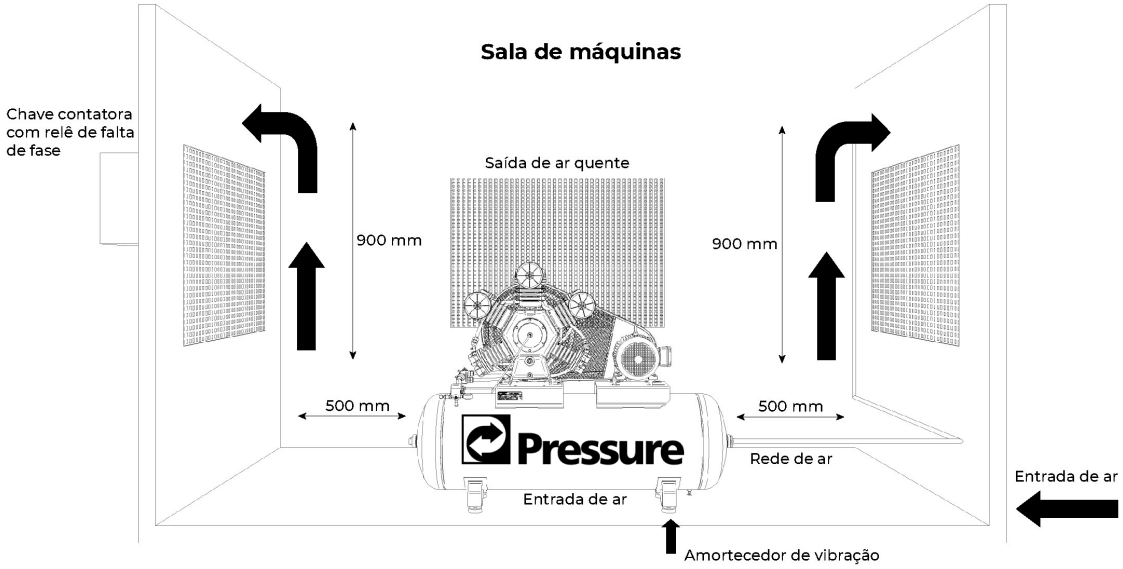

Figura 02 - Instalação
b) O compressor deve ser instalado em um pavimento sólido (base de concreto) conforme figura 02, e horizontal de forma que suporte devidamente o peso do equipamento mais o peso do líquido (água) quando do teste hidrostático.
c) O reservatório de ar NÃO pode ser chumbado rigidamente ao pavimento, o mesmo deve obrigatoriamente ser instalado com amortecedores de vibração (quando o modelo não acompanha) entre o pé do reservatório e a base de concreto, conforme (figura 02). Estes devem ser adequados para o peso e vibração do produto.
d) Respeitar as distâncias mínimas de instalação (figura 02) a fim de garantir uma boa ventilação durante o funcionamento e facilitar o acesso à eventual manutenção e inspeção do produto.
e) em uma sala de máquinas de preferência (figura 02), o local deve ser coberto, com boa ventilação, livre de poeira, umidade, produtos químicos ou qualquer outro tipo de poluição. Quando não possível, instalar tubulação de sucção externa de forma que o ar admitido seja o mais limpo possível para uma vida útil longa de seu compressor.